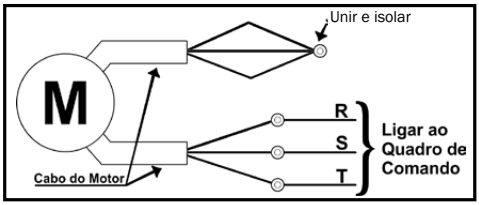

Figura 17b – Esquema de ligação motor dupla tensão em 380 V
• Quando a tensão for 380 V deve-se unir e isolar um dos cabos do motor. O outro cabo deve ser conectado a rede elétrica conforme figura 17b.